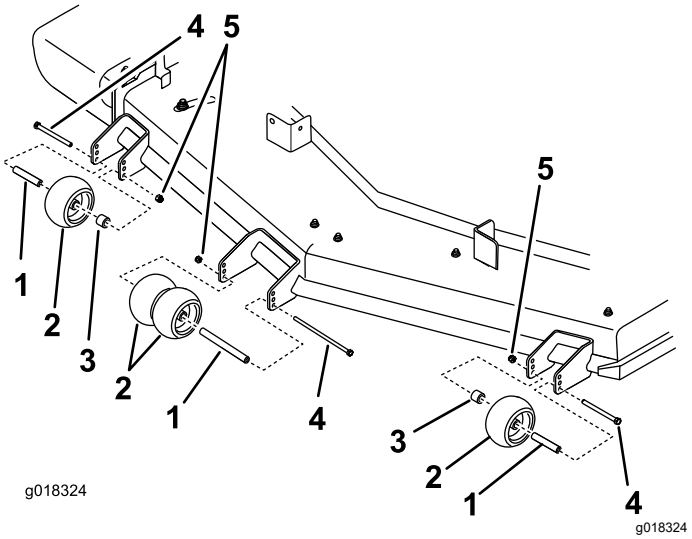

Figure 28
4. Veillez à monter les entretoises et les bagues (Figure 28).